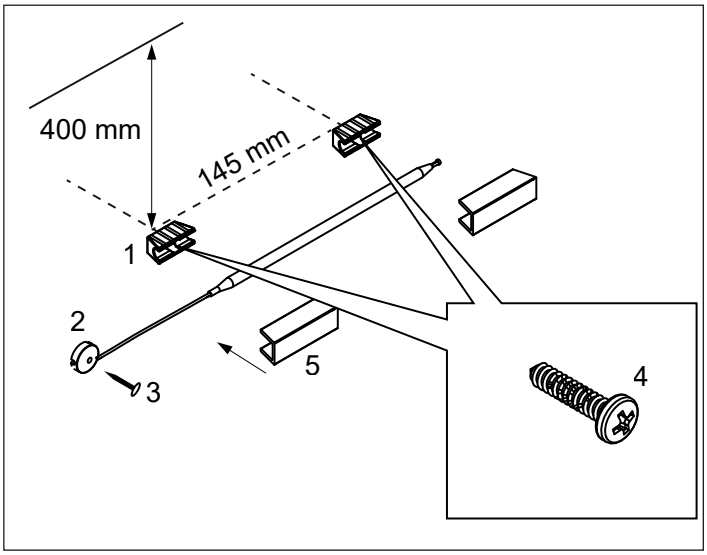
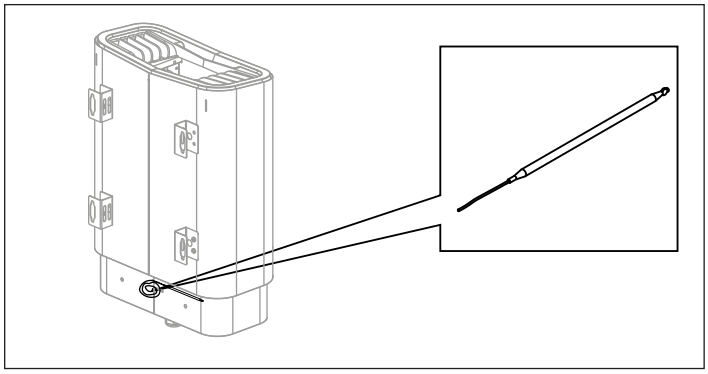

Figure 12: Installing the temperature sensor
Figure 14: Finding the temperature sensor
Install the temperature sensor holders (see (1) in Figure 12) 400 mm below the ceiling and 145 mm between using the two supplied screws (4).
Insert the temperature sensor (located on the back of the heater, see Figure 14) and secure the capillary tube with the clips (2) and the brad nail (3) (see Figure 12).
Contact TylöHelo Customer Service before connecting to voltages or numbers of phases that are not listed in the wiring diagram (see Figure 14).